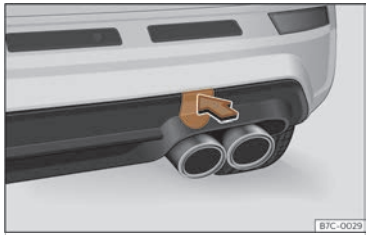

Abb. 192 Auf der rechten Seite des hinteren Stoßfängers: Abdeckung entfernen.
Die Abschleppöse wird in die hinter einer Abdeckung auf der rechten Seite des hinteren Stoßfängers befindliche Aufnahme eingeschraubt ››› **(Abb. 192)**.
- Drücken Sie auf den oberen Bereich der Abdeckung ››› **(Abb. 192)** und klinken Sie diese aus.